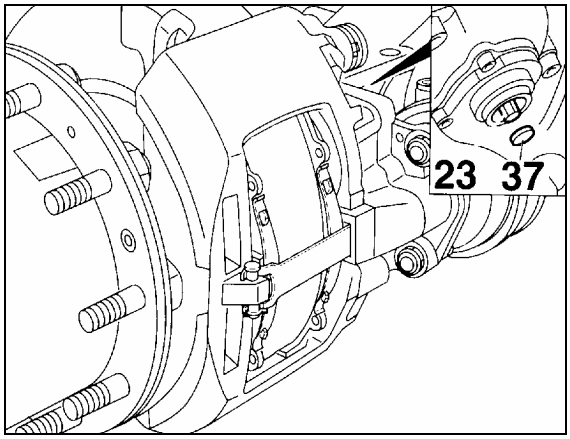

FIGURE 26: ADJUSTER PINION 12120
a) Remove cap (37, Fig. 26).
b) Using a box wrench (8 mm), turn the adjuster pinion (23, Fig. 26) counterclockwise about 2 - 3 clicks to increase running clearance. By operating the braking system about 5 - 10 times (30 PSI or 2 bar), the wrench should turn clockwise in small increments if the adjuster is functioning correctly (Figs. 26 and 27).